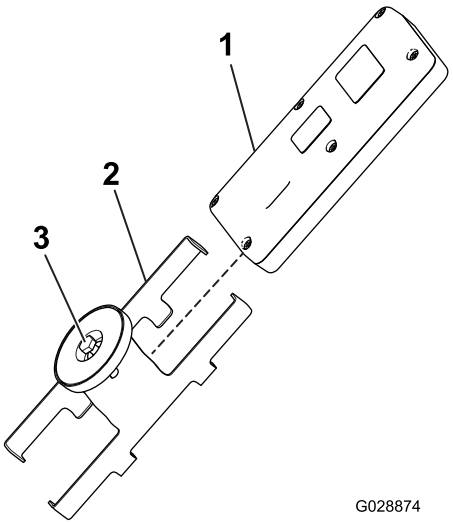

Rysunek 45
1. Poluzuj śrubę w magnesie uchwytu magnetycznego (Rysunek 45).
2. Rozsuń połówki uchwytu i wyjmij pilot z uchwytu (Rysunek 45).
8. Załóż pilot zdalnego sterowania na uchwyt magnetyczny, dosuń połówki do siebie, aby zamocować pilota, a następnie dokręć śrubę w magnesie (Rysunek 45).